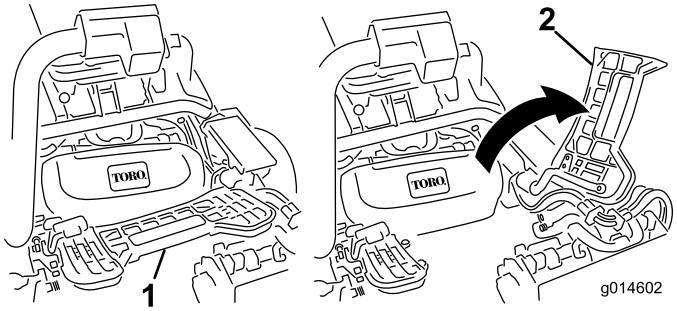

Figuur 32
1. Klap de voetsteun omhoog zodat u bij het middelste maaidek kunt (Figuur 32).